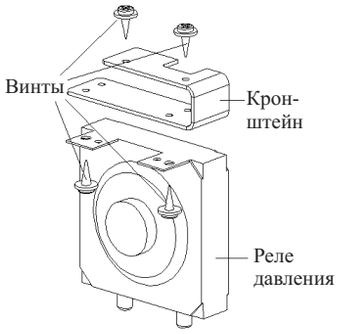

Рисунок 4-7
1. Запомните расположение двух проводов на измерительных трубках и выньте их (Рисунок 4-7).